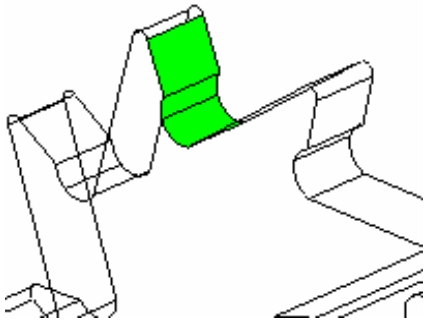
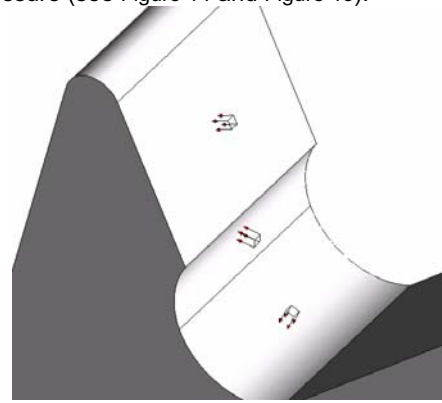
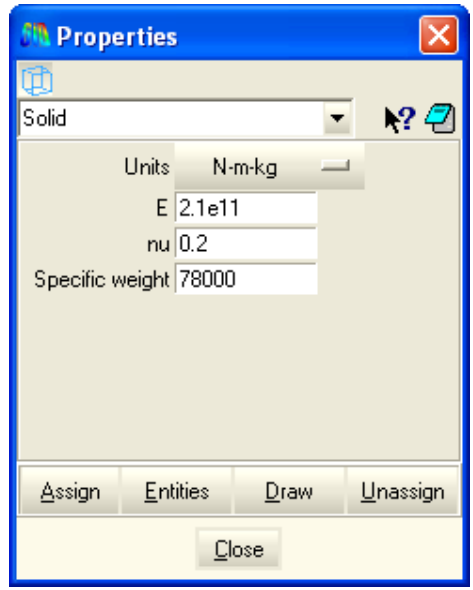

Figure 14. Surface of a tooth under pressure
Figure 15. Visualization of the condition applied to the surfaces under pressure
*Figure 17. The **Properties** window*
7. From the pull-down menu select **Local Pressure Load**. This option enables you to define the surfaces under pressure[5] and specify the value of the pressure. Enter 2e8 having selected **N-m-kg** in the units menu (see Figure 17). Click **Assign** and select the surfaces which will be subject to pressure (see Figure 14 and Figure 15).